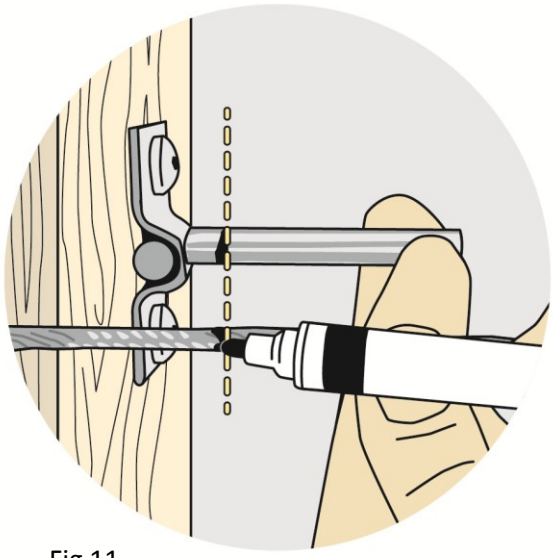
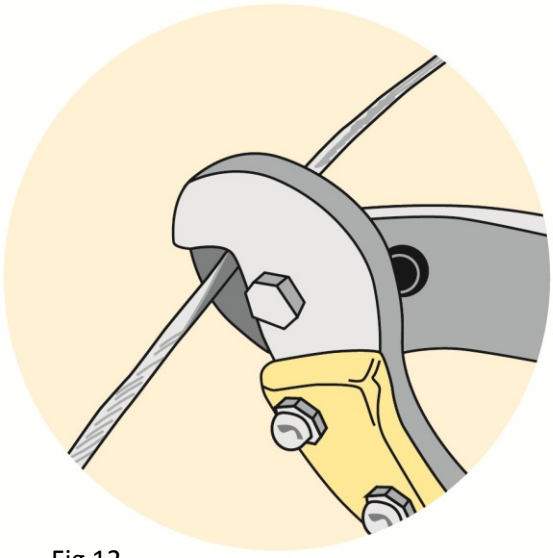

Fig 11
Fig 12
b) Pull all slack out and hold cable adjacent to the Surface Mounted Fitting and mark the cable where it matches mark on the fitting (Fig. 11). Cut cable to its final length (Fig. 12).